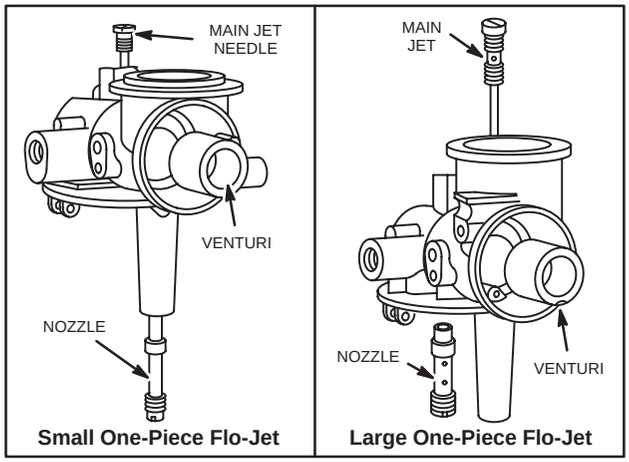

Fig. 260 – REPAIR CARBURETORS
3. Use Tool #19280, Carburetor Screwdriver, to remove emulsion tube, Fig. 260.
4. Venturi can now be removed, Fig. 260. (Large One-Piece CHOKE-A-MATIC® carburetors have a choke plate stop pin which must be pulled out to remove venturi.)
3. Install jet on small One-Piece or nozzle on large One-Piece Flo-Jet. The nozzle or jet holds venturi in place, Fig. 260.